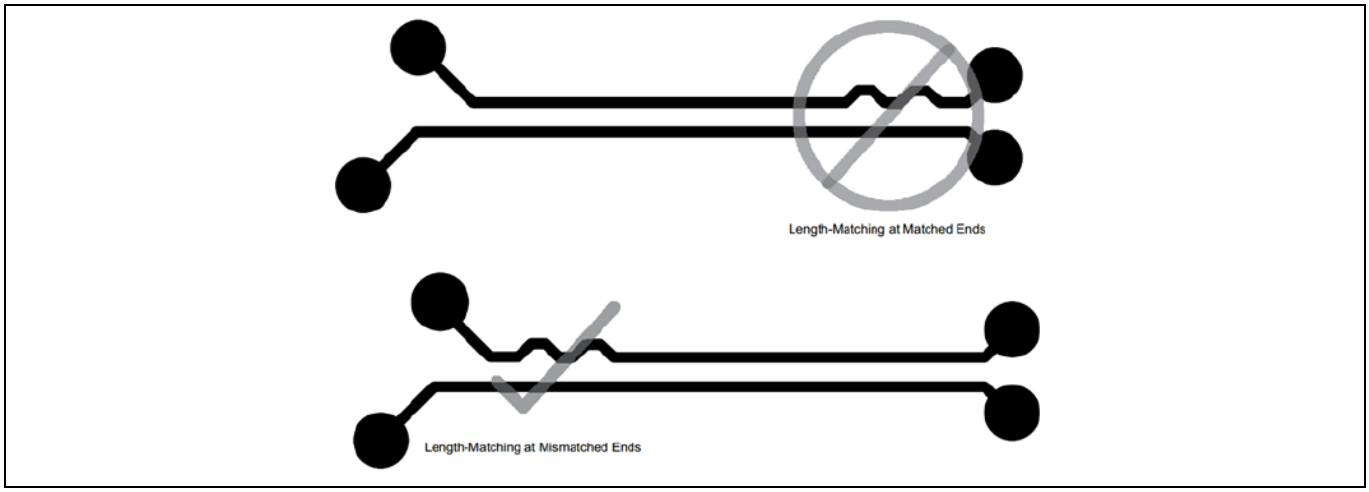

**Figure 33　長さマッチング**
- SuperSpeed USB 10 Gbps/SuperSpeed USB/HS 信号トレースの長さは、デバイスの近くではなく、USB レセプタクルの近くで必ず調整してください (Figure 33 に示すようにループを配置します)。この図は、レセプタクル付近の整合した端と不整合な端を示しています。常に不一致の端の長さを調整してください。